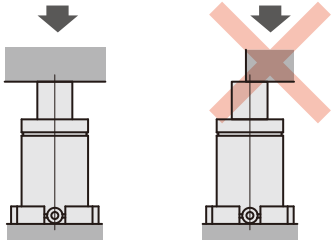

图 3
- 为了使活塞杆受力全面而均等，应对接触部位进行调整。（图 3）